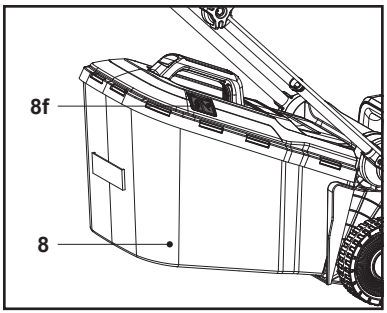

Fig. 11
2. Lorsque la trappe (8f) est fermée, le bac de ramassage (8) est plein et doit être vidé (Fig. 11).